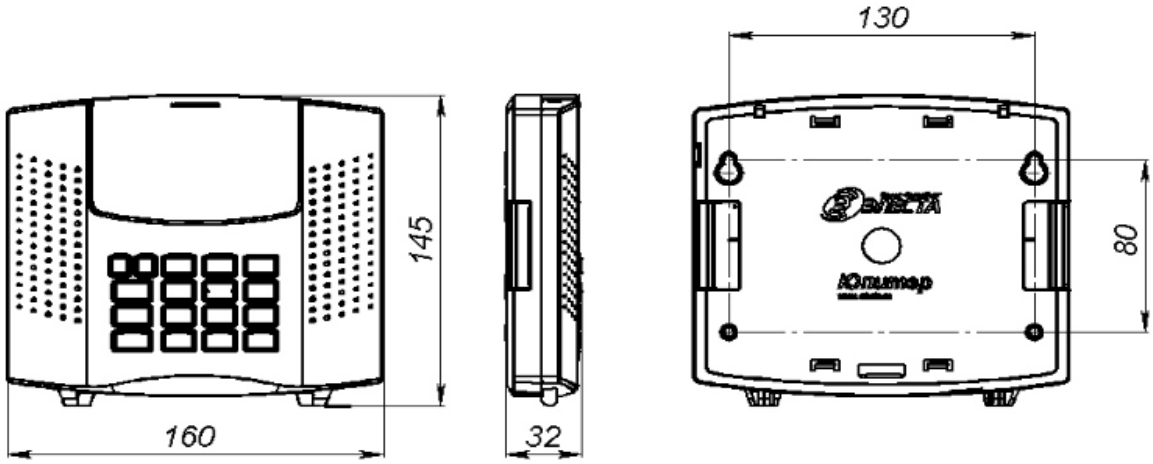

Рисунок 15 – Габаритные и установочные размеры прибора
Прибор устанавливается в помещении с ограничением доступа посторонних лиц, в удобном для технического обслуживания месте. Прибор крепится к стене на высоте, удобной для наблюдения за индикацией. Прибор навешивается на два шурупа, ввинченных в стену и крепится двумя другими шурупами через отверстия в нижней части основания корпуса (рисунок 15).
- завернуть в стену два шурупа по установочным размерам (рисунок 15);